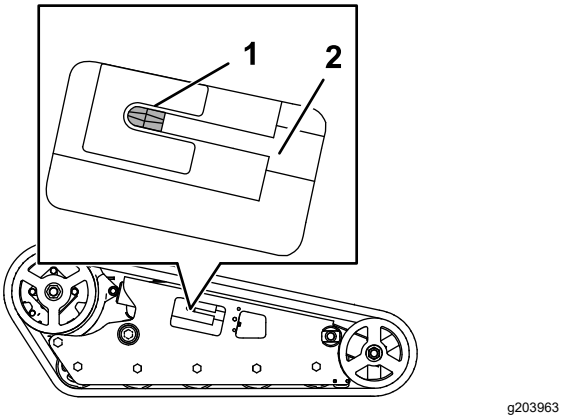

**Rysunek 67**
15. Obracaj śrubę napinającą w lewo, aż śruba napinająca zostanie odkręcona do końca (Rysunek 67).